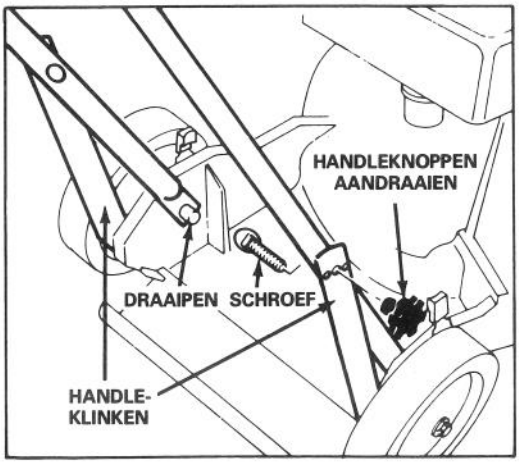

Afbeelding 1
1. BENEDEN HANDLE (Afb. 1) — Druk de uiteinden van de beneden handle naar elkaar toe en installeer de draaipennen. Draai de bouten in het gat voor de handleklinken, installeer de handleknoppen en draai deze zorgvuldig vast. Zorg er voor dat de bedieningskabel zich achter en aan de binnenkant van de handle bevindt.